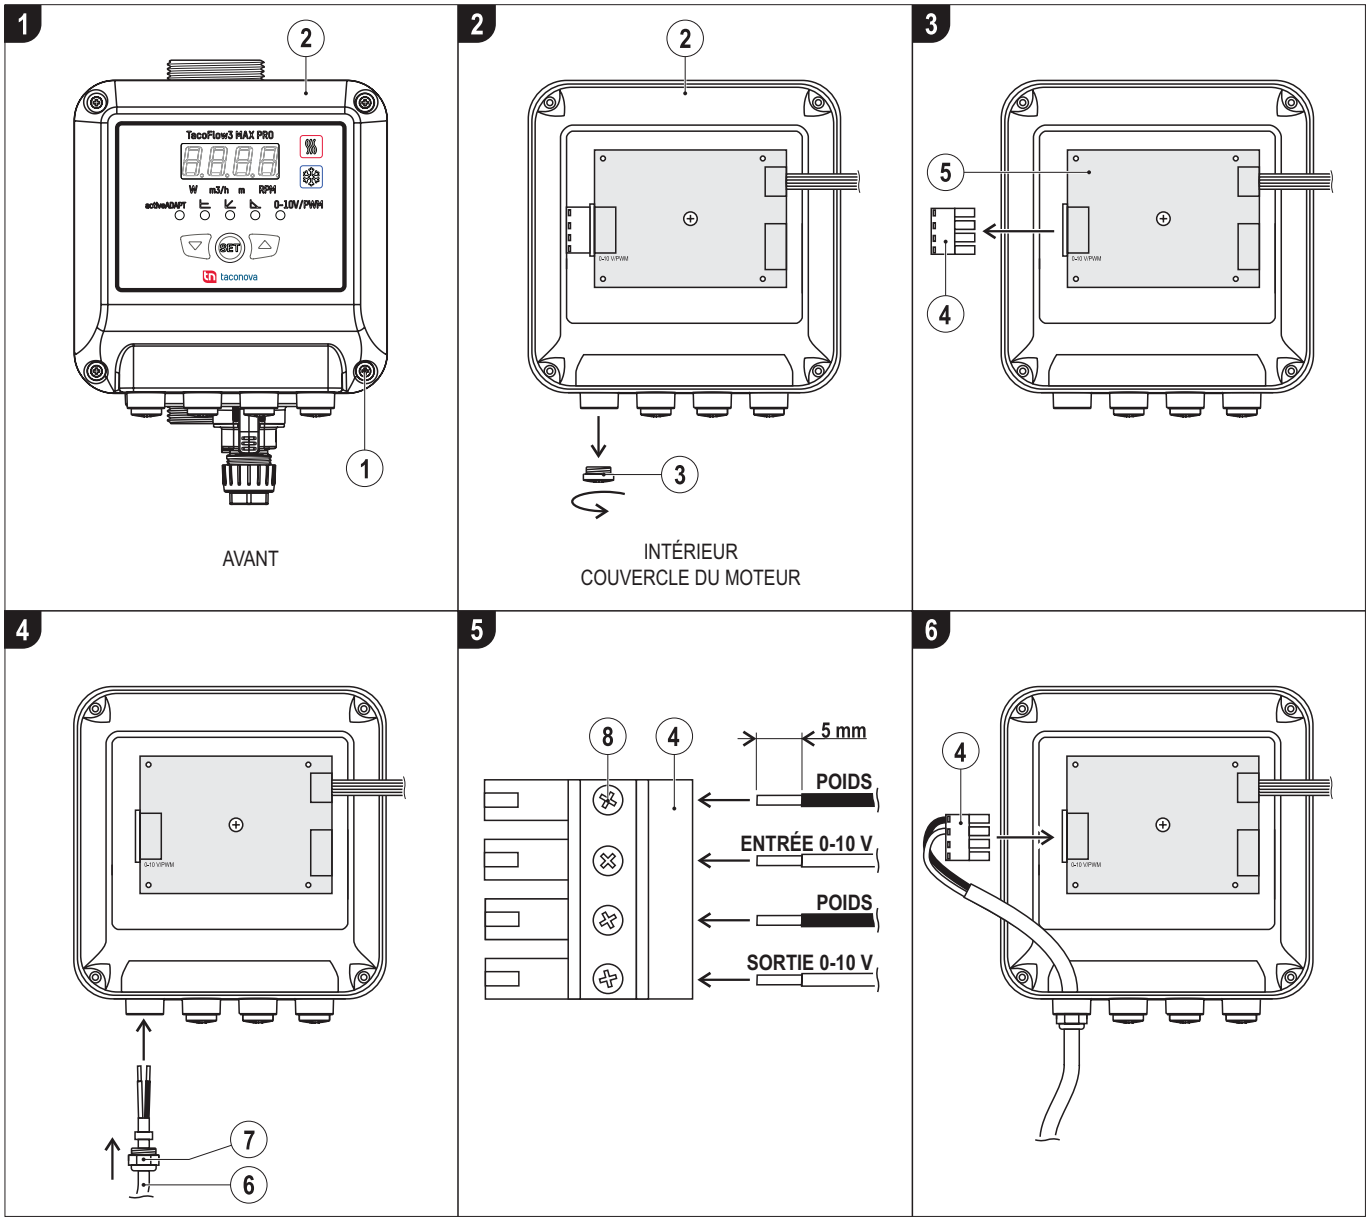

FIG. 11 *(Raccordement externe pour signal 0-10 V / signal PWM)*
1) Dévisser les quatre vis **(FIG. 11 - Réf. 1)** qui fixent le couvercle du moteur **(FIG. 11 - Réf. 2)**
2) Dévisser un bouchon de sortie des signaux **(FIG. 11 - Réf. 3)**
3) Débrancher le connecteur **(FIG. 11 - Réf. 4)** de la carte électronique **(FIG. 11 - Réf. 5)**
4) Introduire le câble **(FIG. 11 - Réf. 6)** dans le serre-câble M12x1,5 **(FIG. 11 - Réf. 7)** (non fourni) et le visser sur le couvercle
5) Dénuder (MIN. 5 mm) les extrémités des fils, les introduire dans le connecteur **(FIG. 11 - Réf. 4)** et les fixer avec les vis **(FIG. 11 - Réf. 8)**